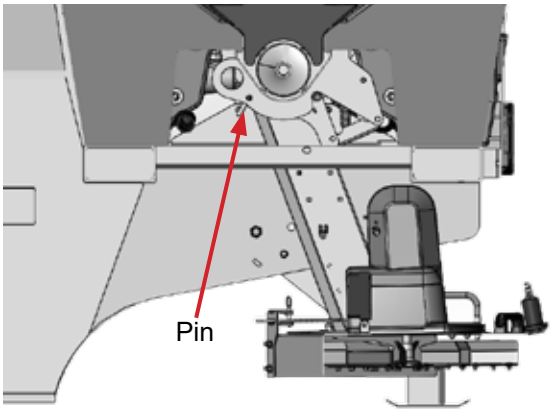

Bild 3. Schütte in Arbeitsposition
- Setzen Sie den Stift in die obere Position ein, um die Schütte zu sichern (Bild 3).